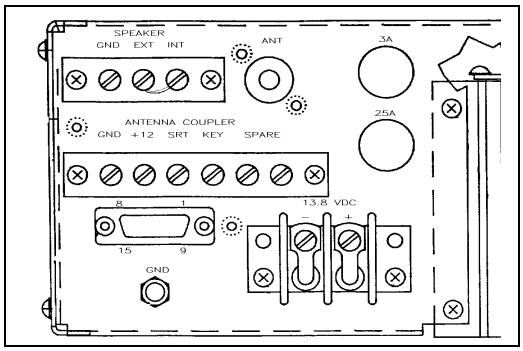

Figure 3. Rear panel connections.
Figure 3 shows the interconnections between the Model 5150 SSB Transceiver, Model H-403CU antenna coupler, antenna, and power source.
(1) Install the Model H-403CU into your chosen location and connect the coupler to both the transceiver and the antenna. Figure 3 illustrates these connections.
(2) Locate the coupler close to the antenna base and as near as possible to the ground system. Mounting may be either vertical or horizontal.